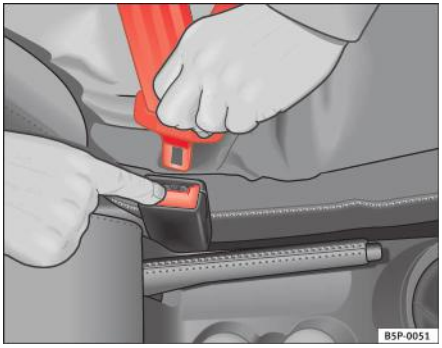

Fig. 15 Scoaterea limbii centurii din catarama
– Apăsați butonul roşu de pe catarama centurii ⇒ fig. 15. Limba centurii este eliberată şi sare în exterior ⇒ ⚠.